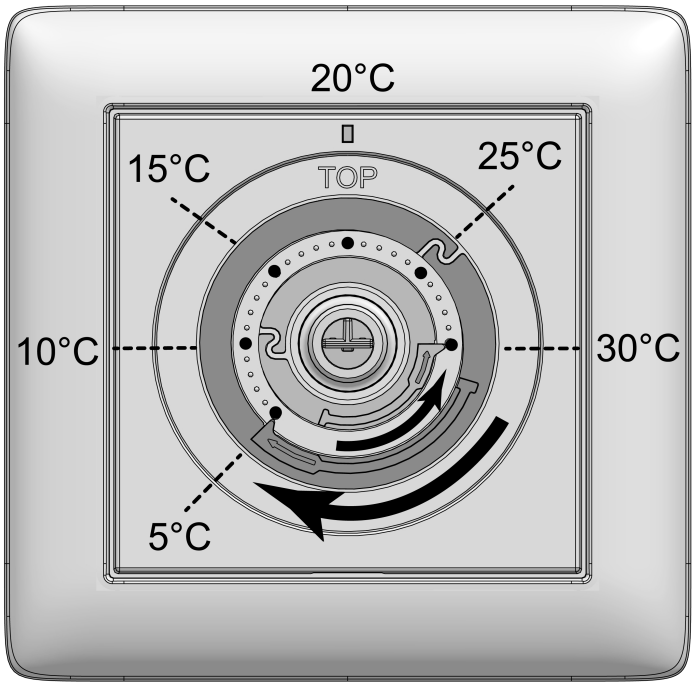

Figura 3: Anelli di regolazione per la limitazione della temperatura
- Estrarre il pulsante di comando (5) dalla piastra centrale (4) in modo che gli anelli di impostazione (7) siano visibili (Vedi figura 3). I valori di temperatura raffigurati nell'immagine servono per l'orientamento.